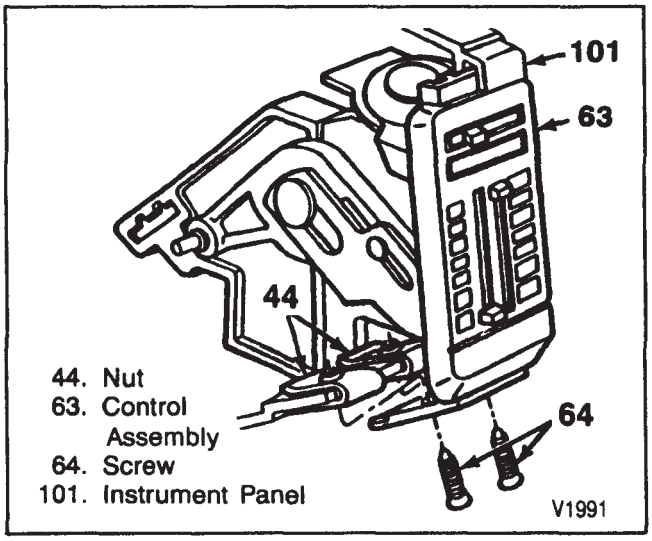

Figure 23—Control Assembly
1. Screws (64) (figure 23).
2. Control assembly (63).
- Pull control assembly (63) out of the instrument panel far enough to reach the control cable assembly ends and the blower switch electrical connector.
Remove or Disconnect (Figures 23 and 24)
Install or Connect (Figures 23 and 24)